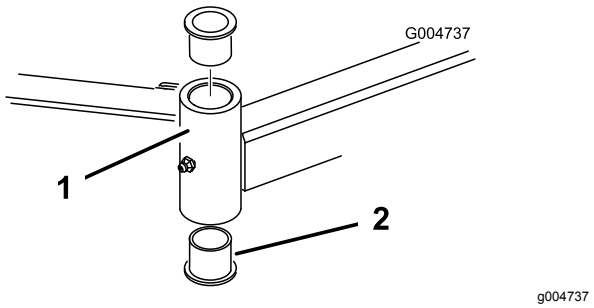

Figuur 105
4. Sla een drevel in de boven- of onderkant van de bevestigingsbuis en tik de lagerbus uit de buis (Figuur 105). Tik ook de andere lagerbus uit de buis. Reinig de binnenkant van de buizen.